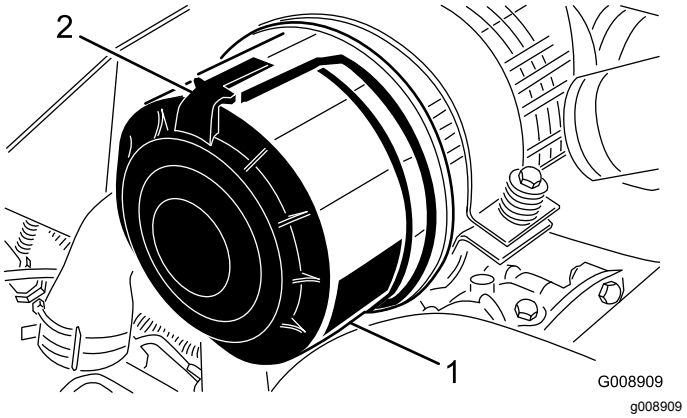

Figur 79
1. Utløs låsene som fester luftrenserdekslet til luftrenserhuset (Figur 79).